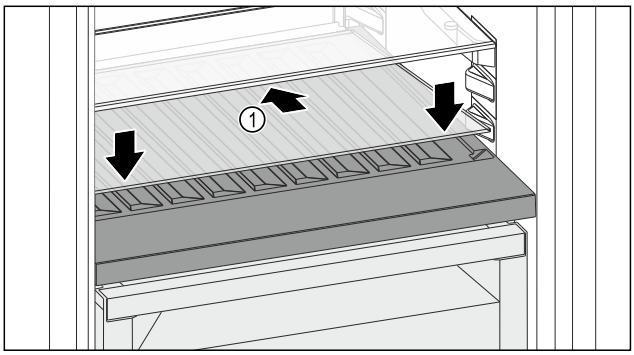

*Fig. 116*
▶ Place the glass shelf *Fig. 116 (1)* at an angle, sloping it downwards and backwards.
▶ Lower the glass shelf *Fig. 116 (1)* at the front.